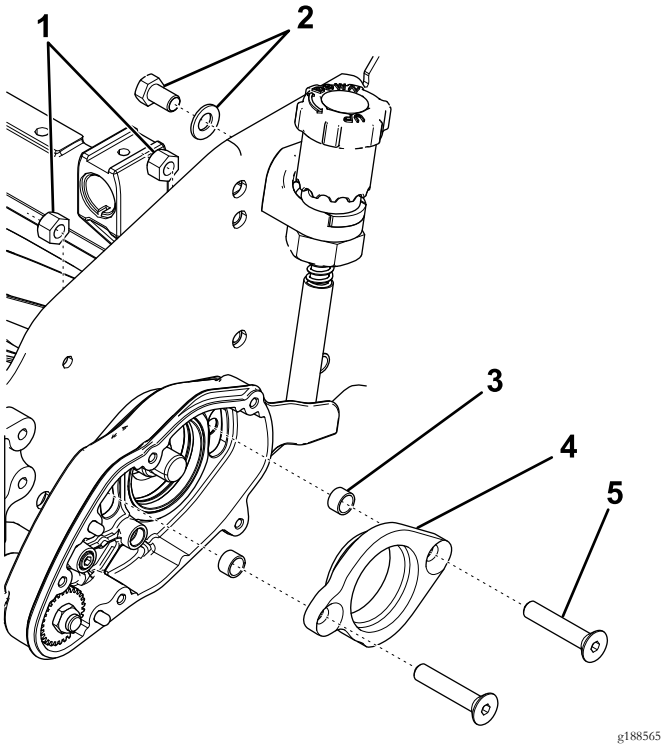

Figura 3
6. Retire el perno y la arandela que fijan el pomo de ajuste a la chapa lateral (Figura 3).
7. Retire los tornillos de cabeza plana, las contratuercas y el adaptador de cojinete del alojamiento del groomer (Figura 3).
8. Retire y deseche los espaciadores (Figura 3).